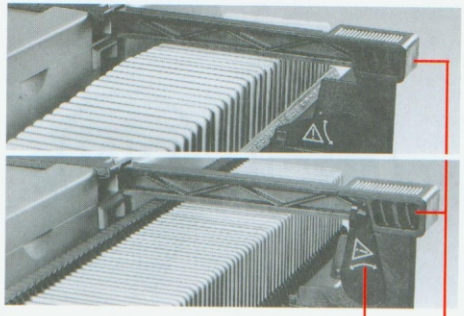

Bild 2
Diagreifer (13) herausziehen und den Schwenkarm (18) bei Verwendung von **Gemeinschaftsmagazinen** nach **unten** bzw. bei **LKM-** oder **CS-Magazinen** nach **oben** schwenken (Bild 2).
Pull out the slide claw (13) and move the swivel arm (18) **downwards** when using **standard magazines** or **upwards** when using **LKM** or **CS magazines** (Fig. 2).
Tirer le passe-vue (13) et **abaisser** le bras orientable (18) pour l'utilisation de **magasins standards**, resp. le **relever** pour les **magasins LKM** ou **CS** (fig. 2).